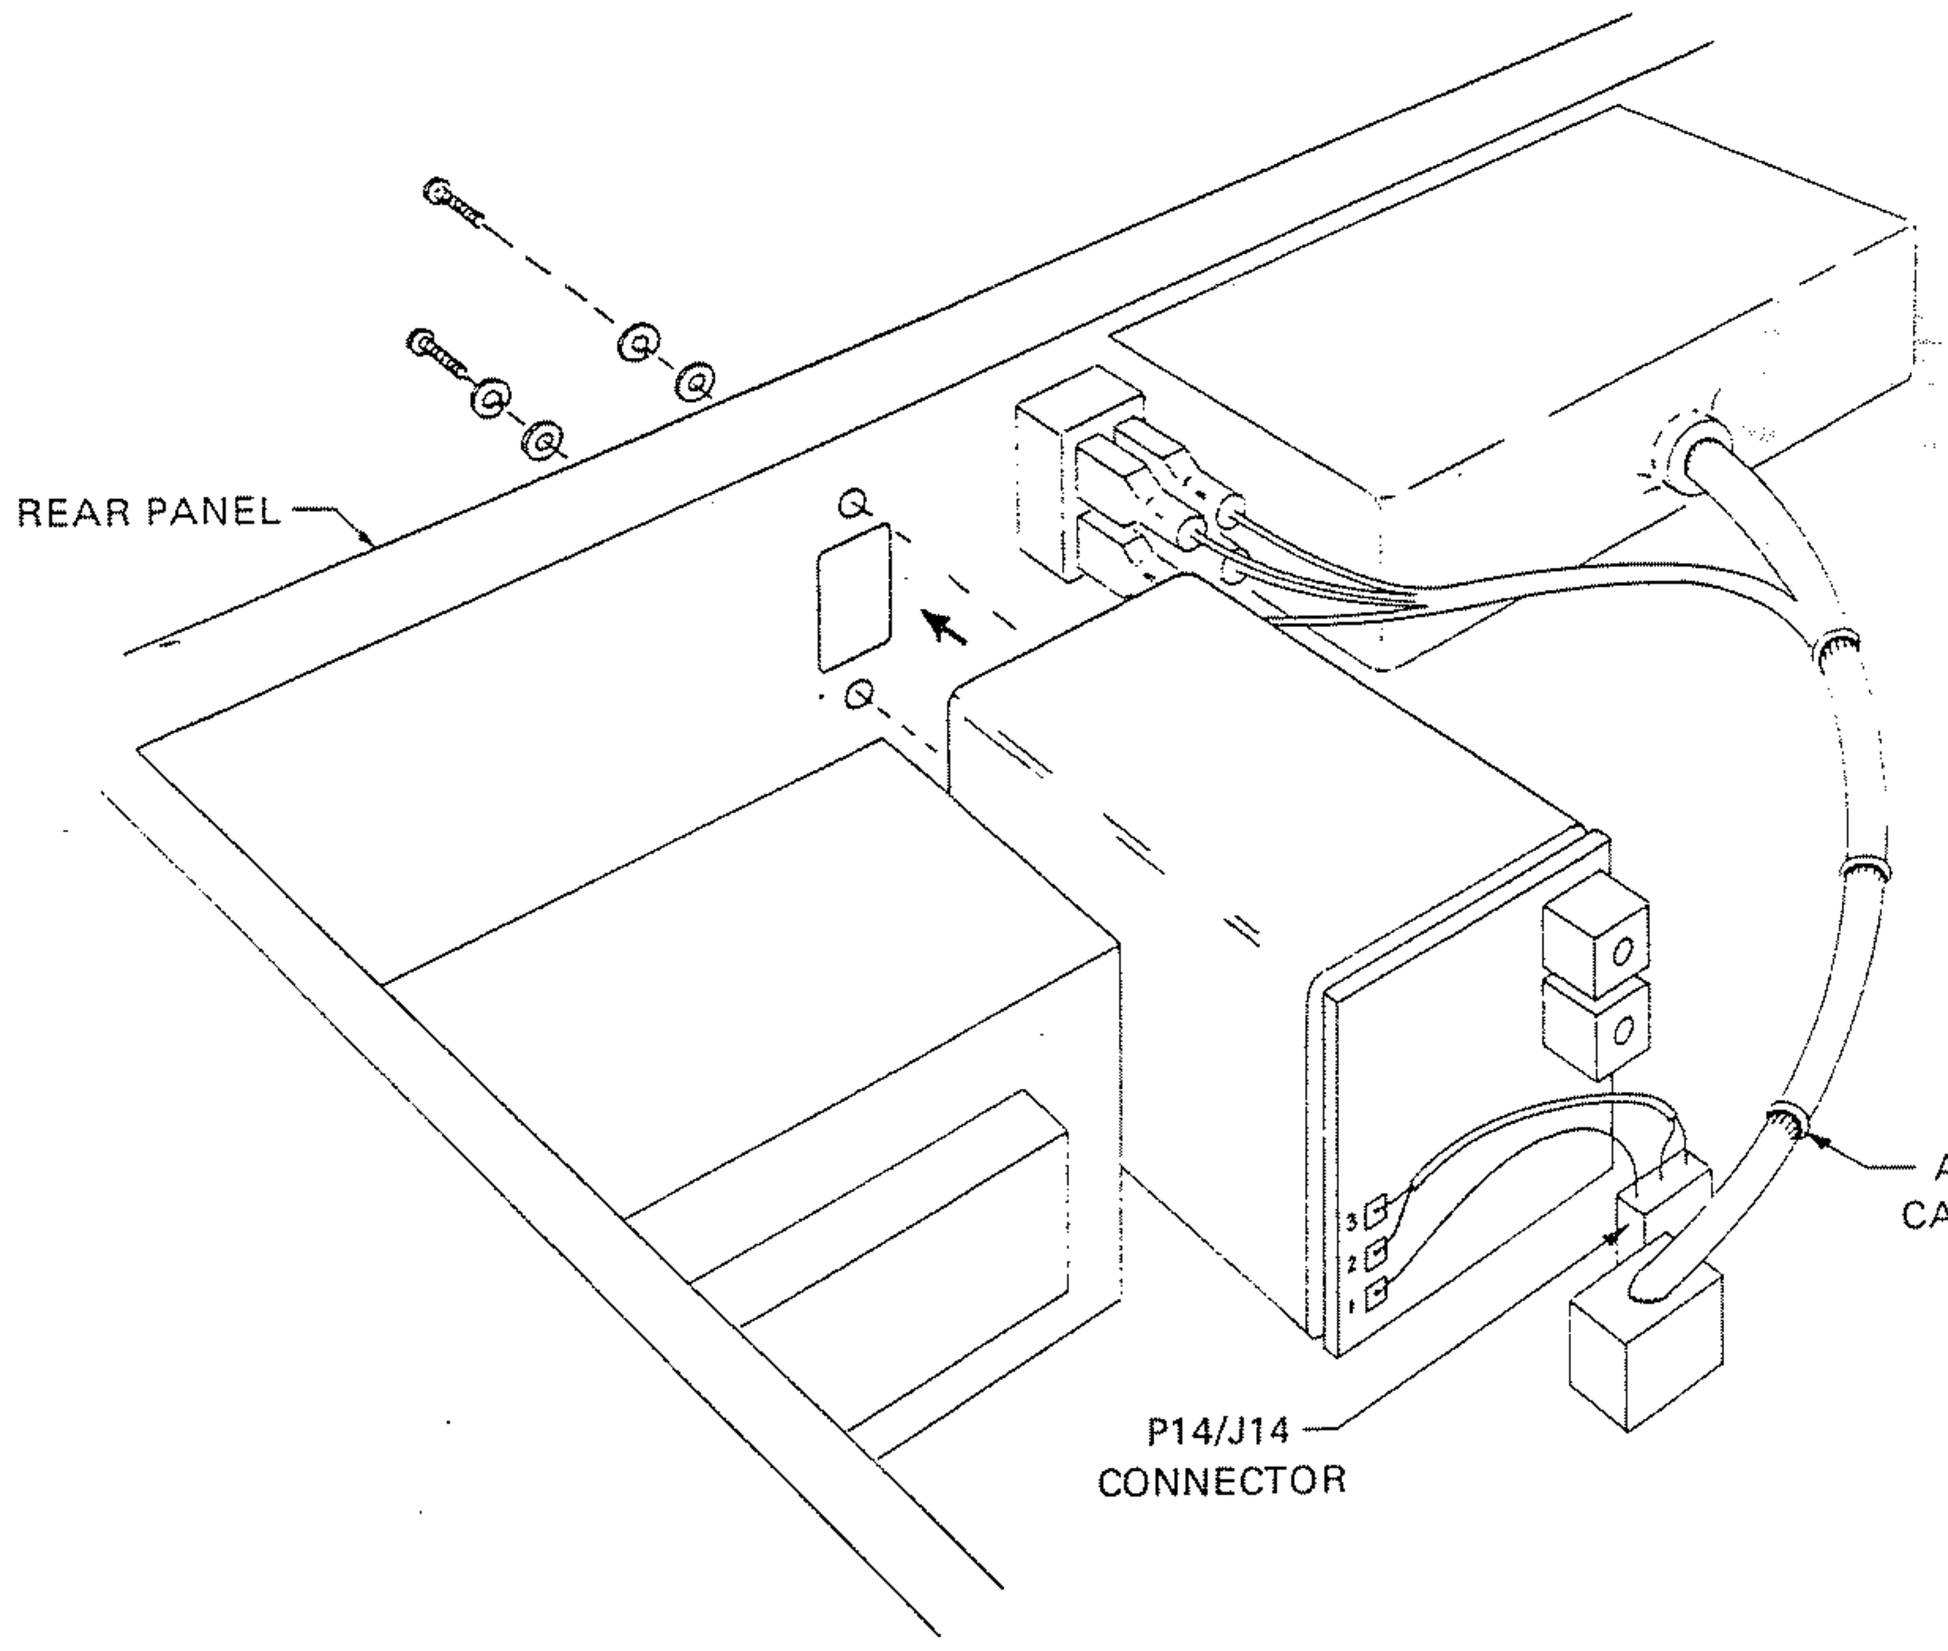

Figure 2.8 – Option 04E Installation
2.6.2.1 Refer to Figure 2.8 for this procedure. The installation package includes:
a.	Oscillator assembly (1)	P/N 404386 for Option 04E
b.	#4 split lock washers (2)	P/N 617127
c.	#4 flat washers (2)	P/N 617102
d.	M3 x 8 screws (2)	P/N 611067
e.	Cable tie (1)	P/N 610777